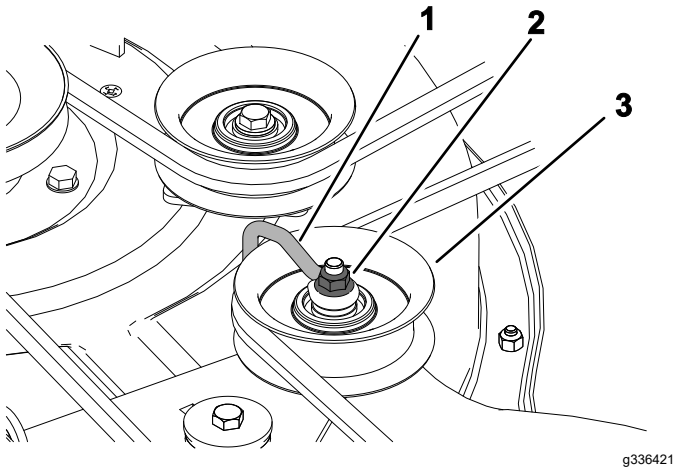

Figura 56
6. En carcasas con 3 cuchillas, afloje la tuerca que fija el soporte de alambre a la polea tensora (Figura 56).
Nota: Coloque el soporte de alambre contra el brazo tensor, tal y como se muestra en la Figura 56.